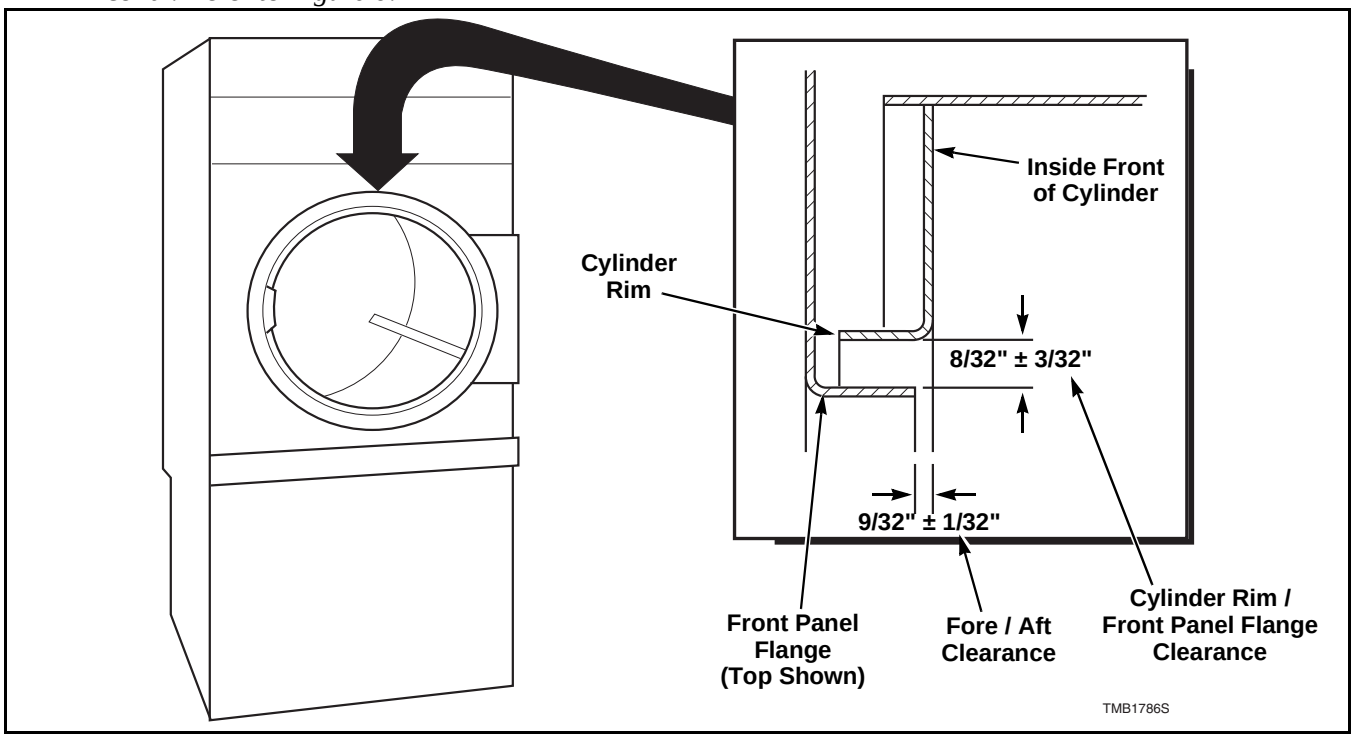

Figure 5
b. Check the gap between the center of the front panel top flange and the cylinder rim. Proper adjustment is when the gap is 8/32 inch ± 3/32 inch. Refer to *Figure 5*. Perform steps d through i to adjust the cylinder rim/front panel flange clearance.
c. Check the cylinder fore/aft clearance between the inside front of the cylinder and the edge of the front panel flange. Proper adjustment is when the gap is 9/32 inch ± 1/32 inch. Refer to *Figure 5*. Perform steps j through n to adjust the cylinder fore/aft clearance.